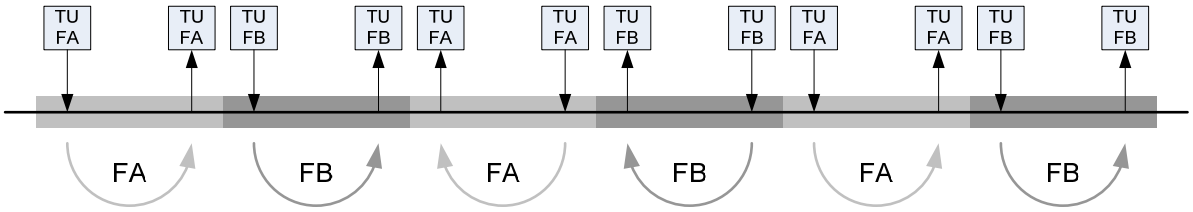

Figur 7.e.2 Konfigurering av korte sporfelt (under 400 meter).
d) Kravet om 400 meter avstand kan innfris for sporfelt ned til 200 meter ved å la to etterfølgende sporfelt ha senderetning fremover, og de neste to bakover i forhold til kilometerretningen, ref. figur 7.i.2.